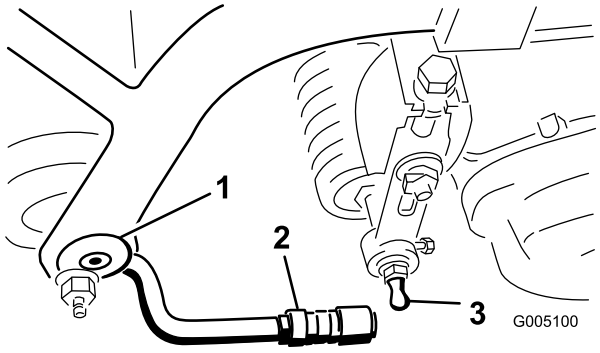

Figur 7
2. Sett en kulebolt på hver ende av den fremre valsen på klippeenhetene (Figur 7).
4. Skyv hylsen tilbake på kuleleddet og roter trekkarmen ned, slik at kuleskålen passer over kulebolten. Slipp hylsen, slik at den glir over bolten og låser delene sammen (Figur 7).